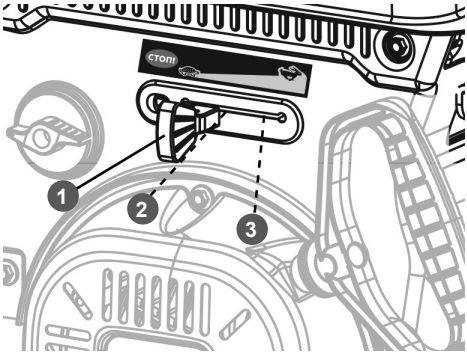

Рис. 37 Положения рычага газа
4. Переведите рычаг газа сначала в крайнее левое положение, затем в крайнее правое, после чего установите рычаг в среднее положение (Рис. 37).
2. Рычагом газа переведите двигатель в режим холостого хода (переведите рычаг газа в положение 2 (Рис. 37).
4. Переведите рычаг газа в положение 1 (крайнее левое) (Рис. 37).